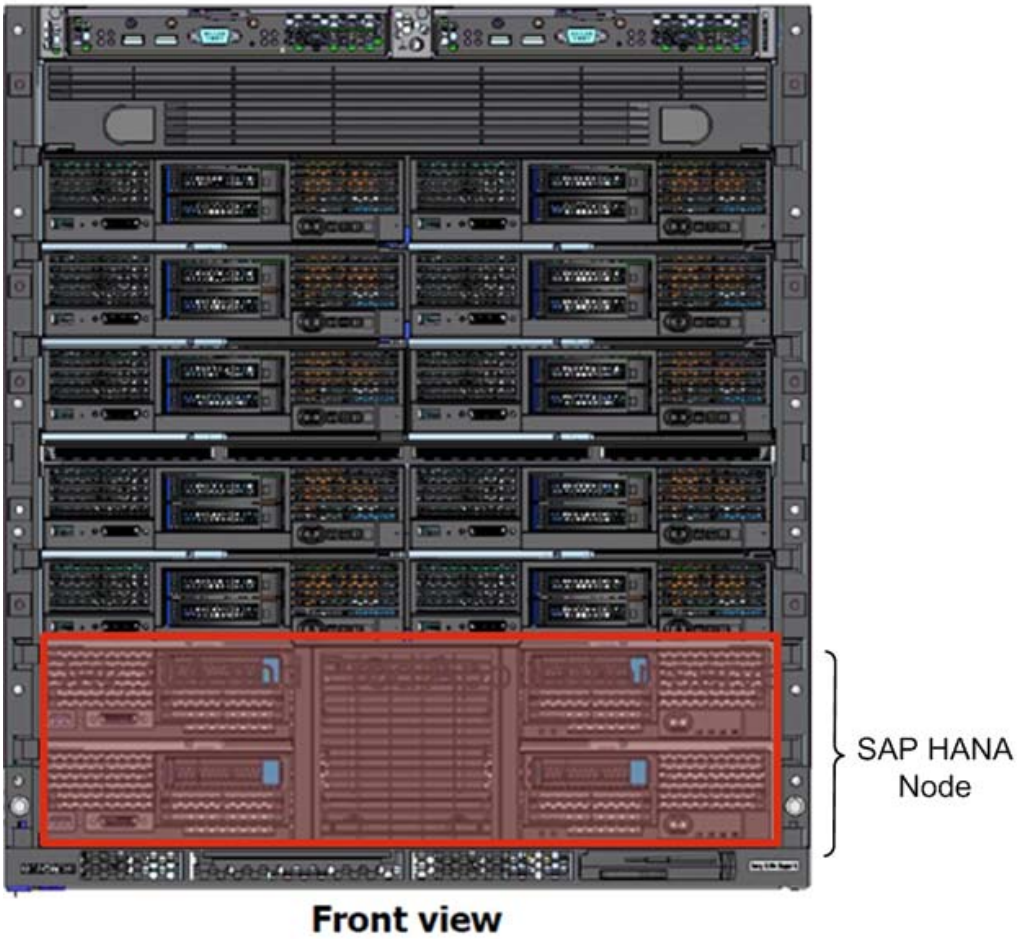

Figure 3
- Figure 3 shows the server blades for the two SAP HANA nodes in the Compute Blade 2500 chassis.